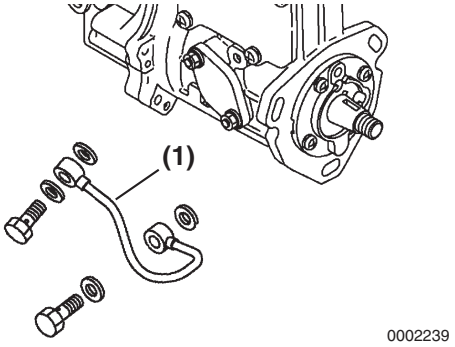

Figure 7-9
12. Remove the lube oil line **(Figure 7-9, (1))** from the fuel injection pump and cylinder block.